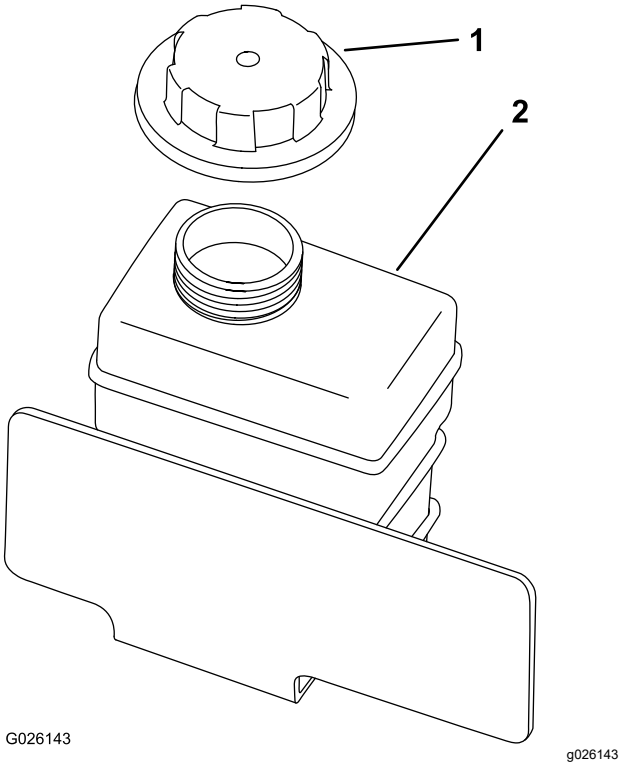

図 52
4. 補助タンクにあるラジエター液の量を点検する(図 52)。